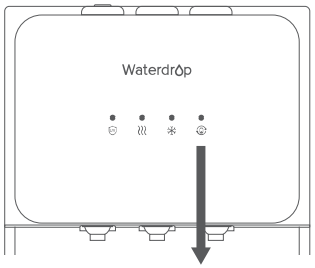

Figure.8
1. Twist the expired filter to remove them.**(Figure.8)**